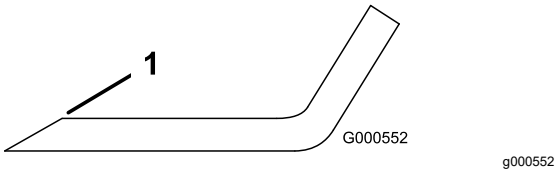

Figur 64
1. Bruk en fil til å slipe eggen i begge ender av kniven (Figur 64).
Merk: Hvis kniven ikke er i balanse, filer du bort litt av metallet på enden av vingeområdet (Figur 64).